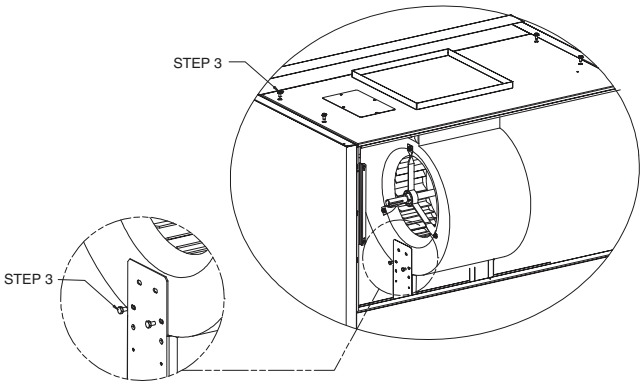

Fig. 6 — Remove Bolts from Blower Panel and Sides
3. Remove 4 bolts from blower panel. Remove 4 bolts (2 bolts on each side) from blower sides. See Fig. 6.